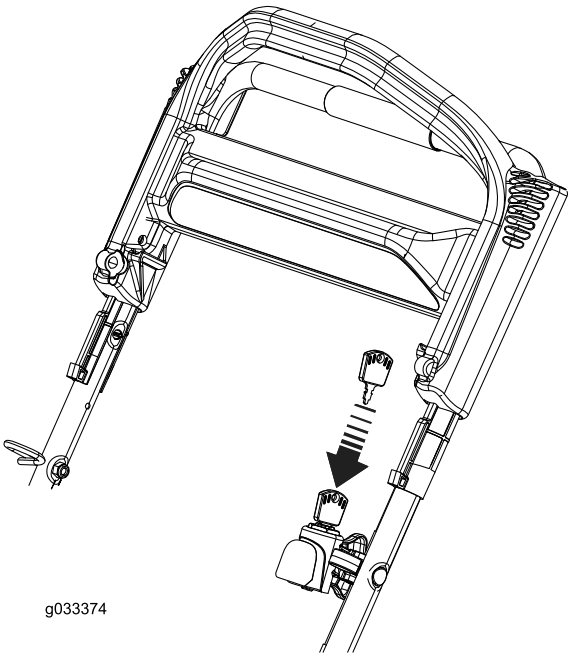
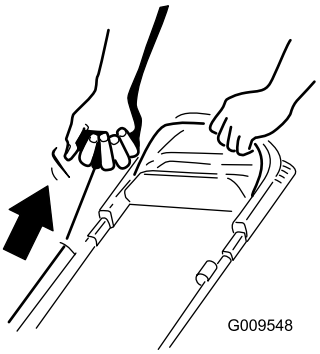

Figur 18
Figur 19
2. Sæt nøglen i tændingen, og tænd for den (kun model med elektrisk starter; se Figur 18), eller træk i tilbageslagsstarthåndtaget (Figur 19).
Bemærk: Når du trækker i tilbageslagsstarthåndtaget, skal du trække let i det, indtil du mærker modstand, og derefter trække hårdt i det (Figur 19). Lad snoren vende langsomt tilbage til håndtaget.